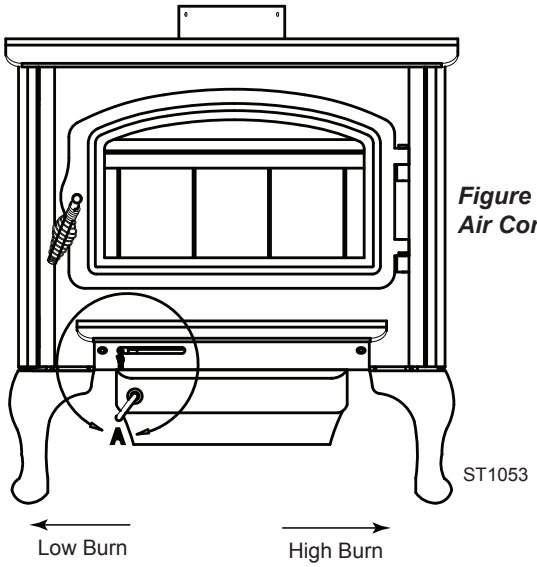

Figure 19 - Air Control
8. Re-adjust air inlet control to desired burn rate. If excessive smoke fills firebox, open air inlet control slightly until flames resume and wood is sufficiently ignited. A basic rule of thumb is “closed – low,” “half way-medium,” and “fully open – high.” *Figure 19*